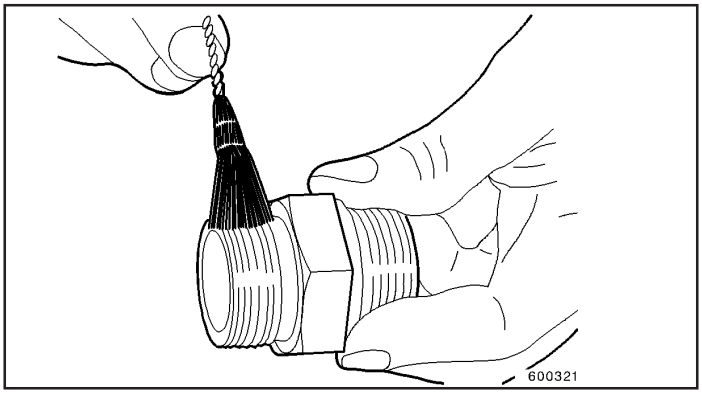

Fig.1
- a rosca e o cone interno (Figs. 1 e 2);